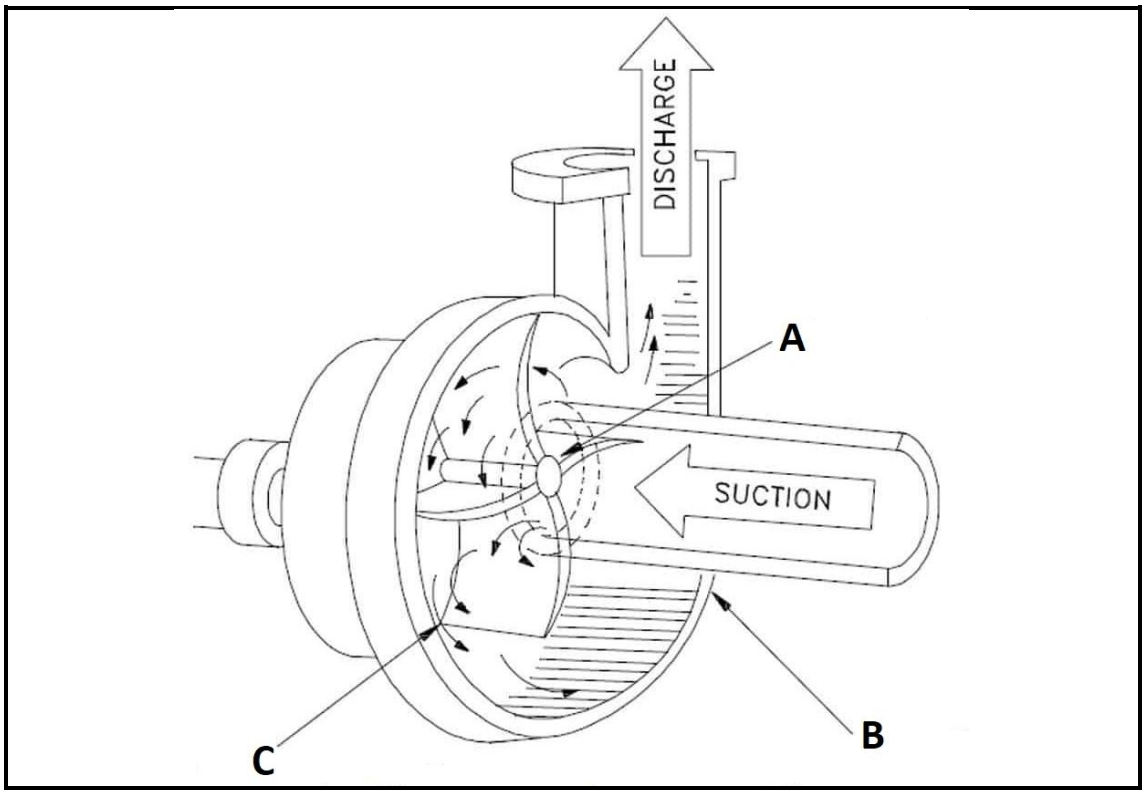

FIGUUR 3
4.2 FIGUUR 3 hier onder toon 'n spesifieke pomp aan wat algemeen in die bedryf gebruik word. Bestudeer die figuur en beantwoord die vrae wat volg.
4.2.1 Benoem die soort pomp wat in FIGUUR 3 hier bo aangetoon word. (1)